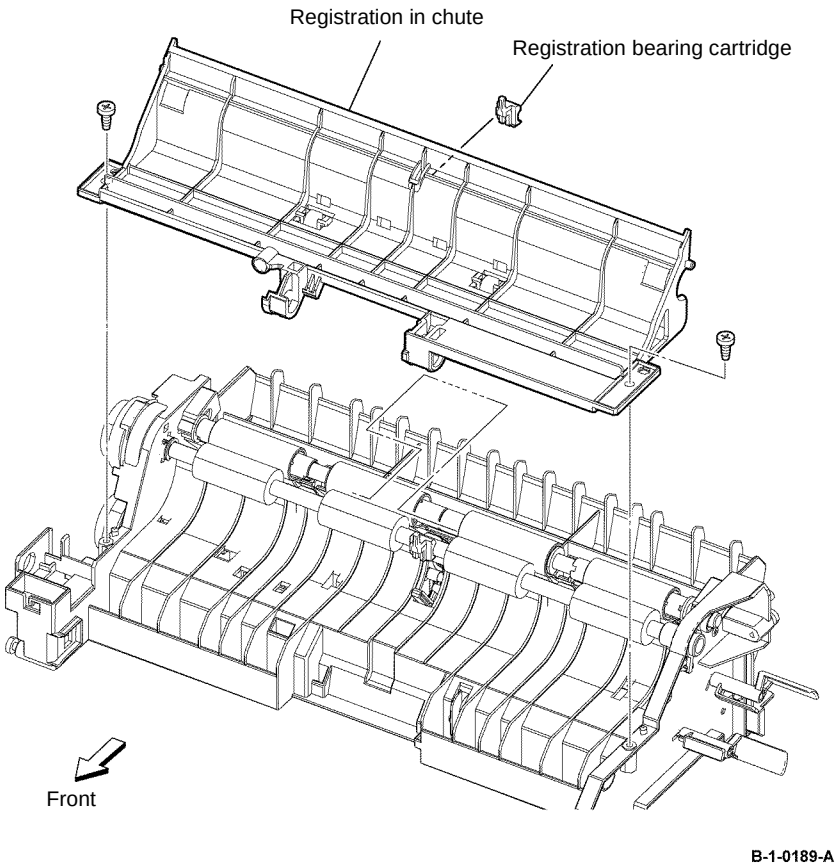

Figure 3 Registration in chute removal
4. Remove two screws (silver, tapping, 8mm), then remove the registration in chute, by opening the both side frames, Figure 3.